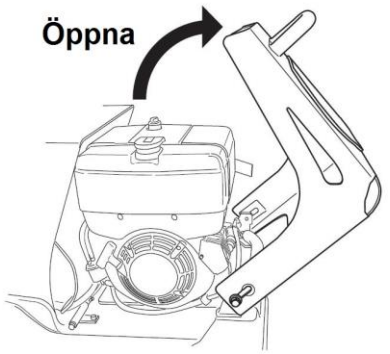

Fig.39
3. Öppna skyddshuven genom att försiktigt tippa den framåt. (Fig.39)